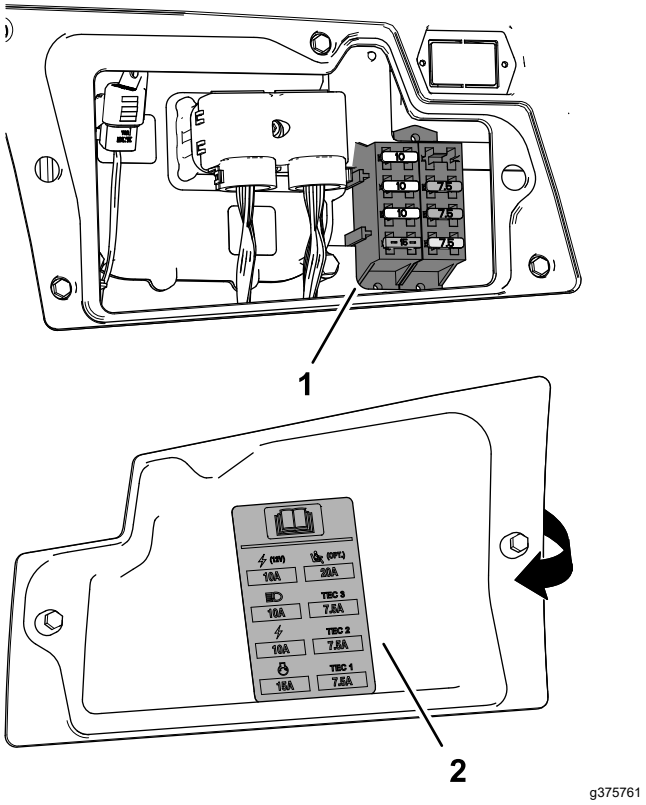

**Figuur 99**
3. Vervang de gesprongen zekering (Figuur 99) door een zekering van dezelfde soort en met dezelfde stroomsterkte.